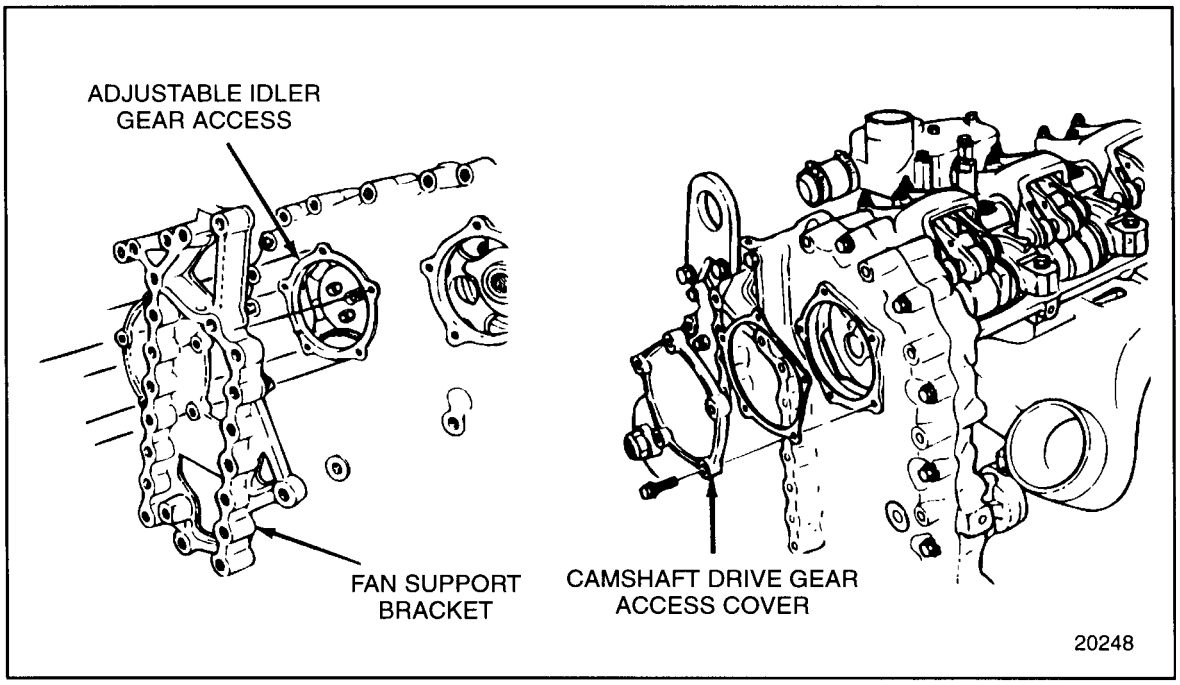

Figure 1-371 Camshaft Drive Gear Access Cover and Adjustable Idler Gear Access
Access openings are provided in the gear case cover for camshaft drive gear lash adjustment and camshaft retaining bolt removal. See Figure 1-371.
2. Remove the five bolts that secure the camshaft drive gear access cover to the gear case. See Figure 1-371.